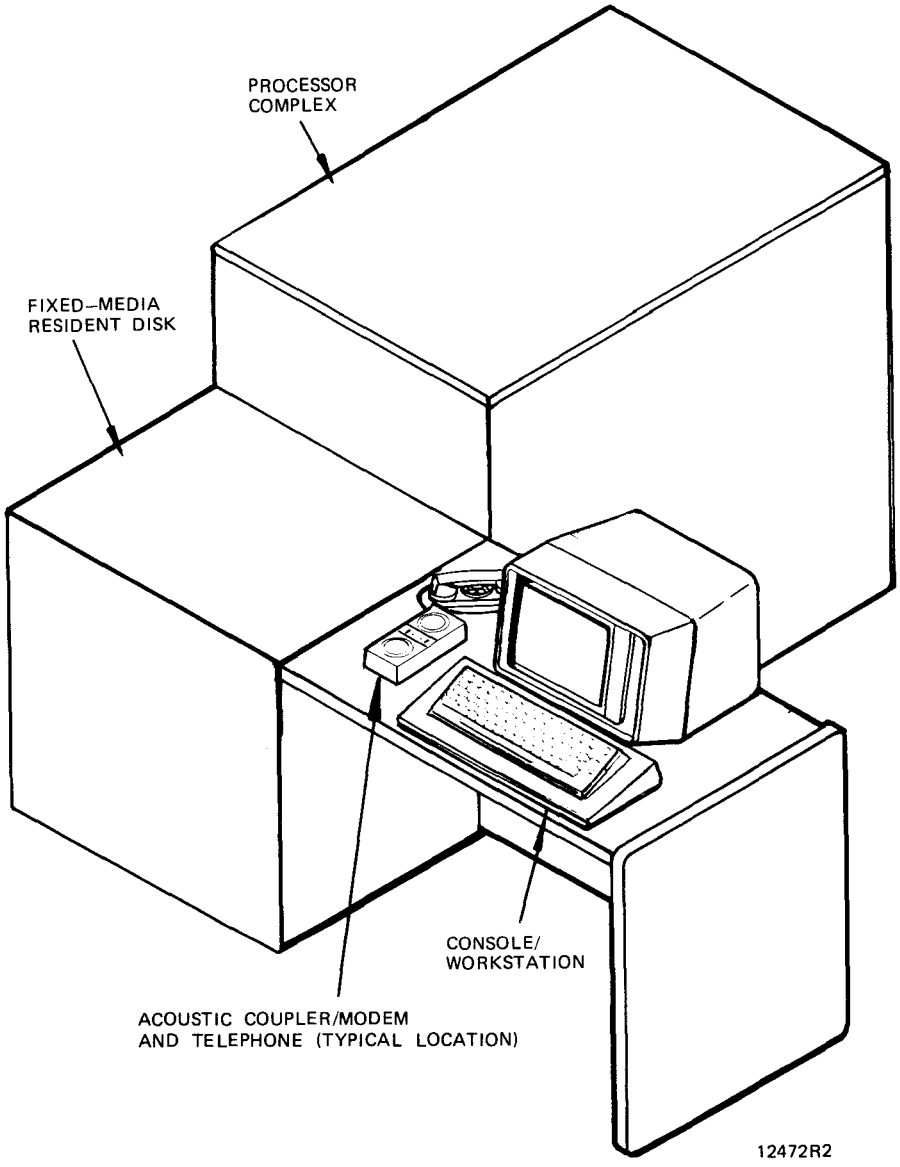

Figure 7-2. Acoustic Coupler/Modem Placement
1. Locate acoustic coupler and place acoustic coupler on system console near telephone (figure 7-2).
1. Locate modem and place modem on system console near telephone (figure 7-2).